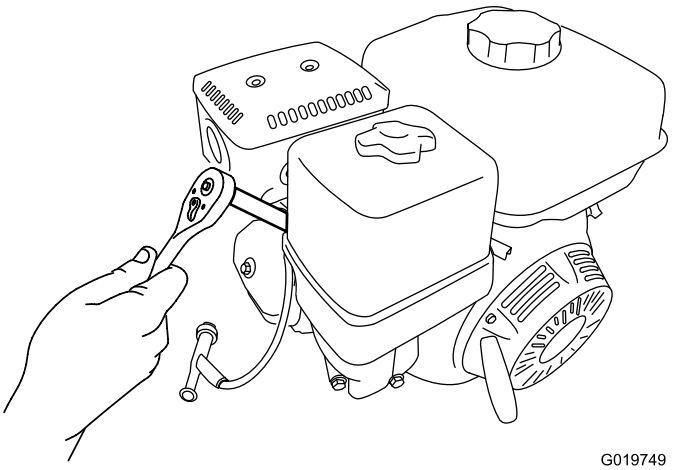

Figura 47
5. Gire la bujía en sentido antihorario usando una llave para bujías de 21 mm (13/16") para desmontar la bujía y la junta (Figura 47).
2. Gire la bujía en sentido horario usando una llave para bujías de 21 mm (13/16") hasta que la bujía y la junta estén asentadas (Figura 47).